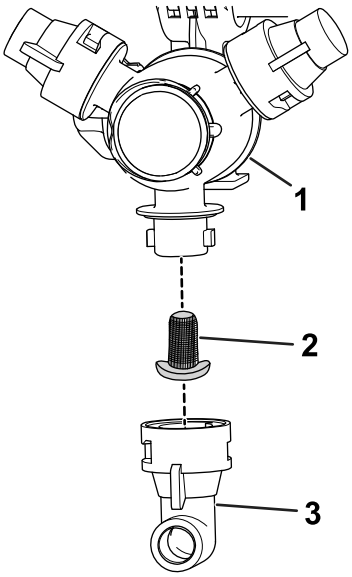

Figur 98
2. Fjern dysen fra sprøjtedysehovedet (Figur 98).
3. Fjern dysefilteret (Figur 98).
5. Monter dysefilteret (Figur 98).
6. Monter dysen på sprøjtedysehovedet (Figur 98).